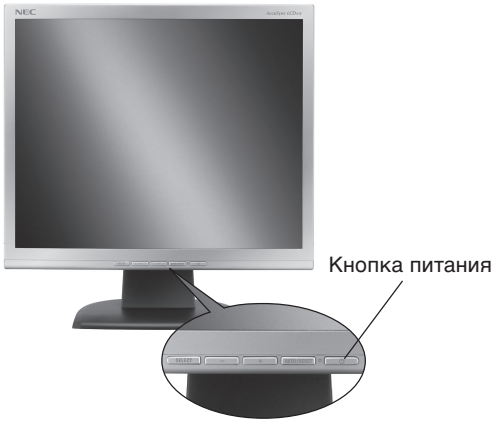

Рисунок C.1
4. Включите монитор с помощью кнопки питания (**Рисунок C.1**) и компьютер.